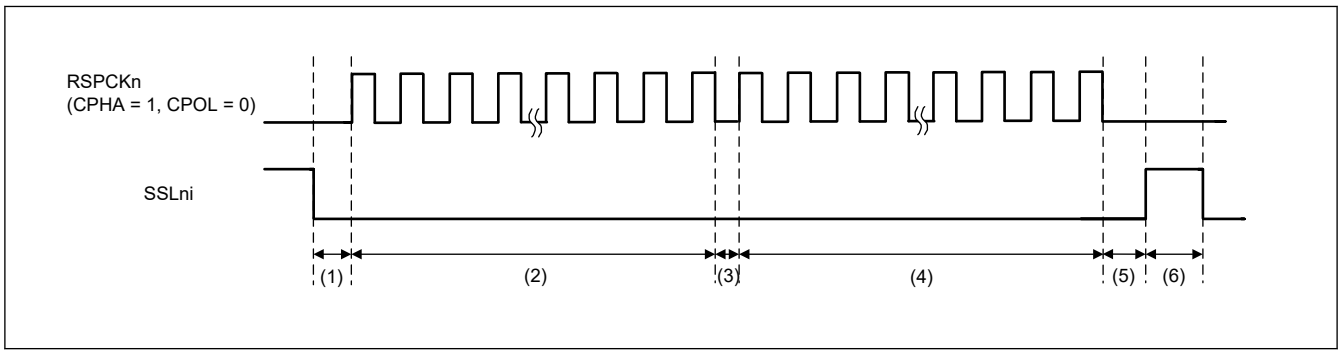

図 34.61 SSLKP ビットを利用したバースト転送の動作例 (BFDS = 1, SPFRF = 0)
図 34.61 に、SPCMD0 および SPCMD1 レジスタの設定値を使用してバースト転送を実現した場合の SSLni 信号の動作例を示します。以下では、図 34.61 に示す (1)～(6) の SPI の動作内容について説明します。SSLni 出力信号の極性は、SPI SSLi 信号極性ビット (SPCR3.SSLiP) (i = 0～3) の設定値で決まります。